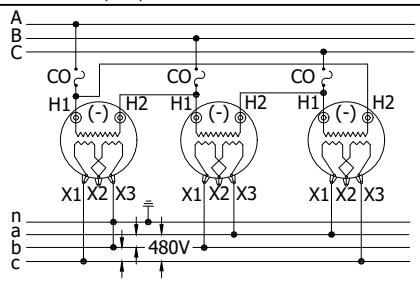

FIGURE 7
(IV) NEW CUSTOMER CONNECTED TO NEW STATION: CONNECT AS SHOWN IN FIGURES 7 & 8. THE SERVICE GROUND CONDUCTOR (4TH WIRE) SHALL BE MARKED GREEN OR GREEN WITH ONE OR MORE YELLOW STRIPES IN COLOR AND THE GROUNDED PHASE CONDUCTOR SHALL BE MARKED RED IN COLOR FOR THE CUSTOMER. THE GROUNDED PHASE CONDUCTOR MUST BE CONNECTED "B" PHASE IN THE SERVICE & METERING EQUIPMENT.